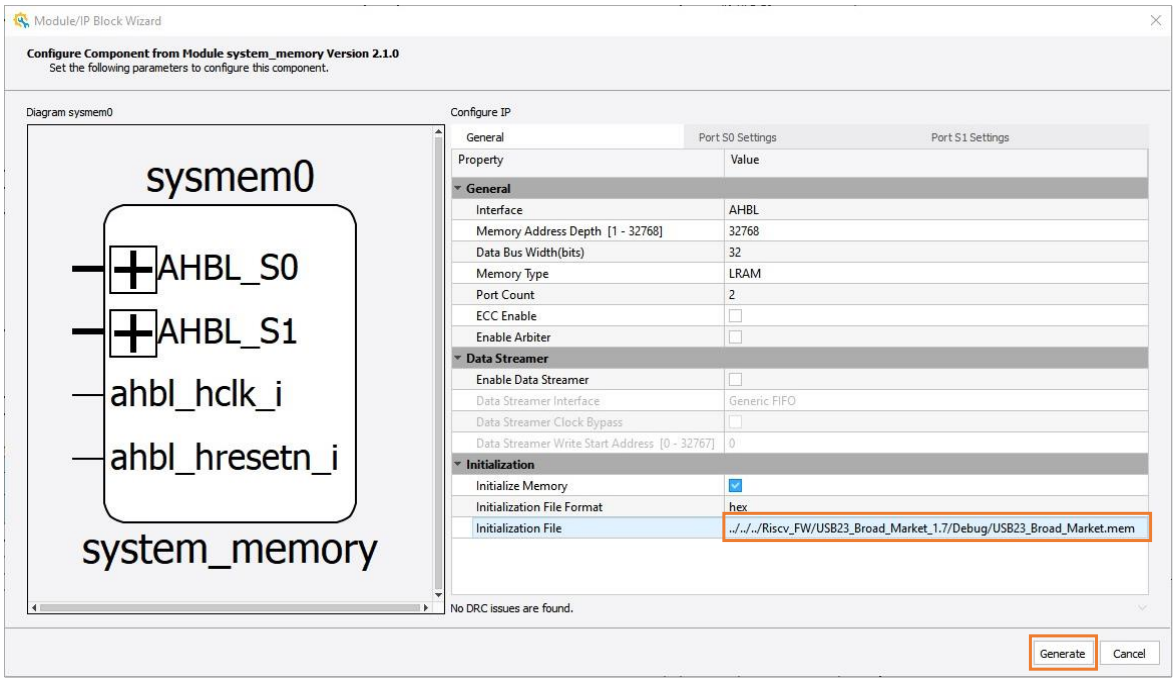

Figure 5.9. Mapping the System Memory Initialization File
2. In the system memory Module Block Wizard, make sure the Initialization File is mapped to *../../../Riscv_FW/USB23_Broad_Market_1.7/Debug/USB23_Broad_Market.mem* or the latest revision of the mem file, then click on the **Generate** button, as shown in Figure 5.9.